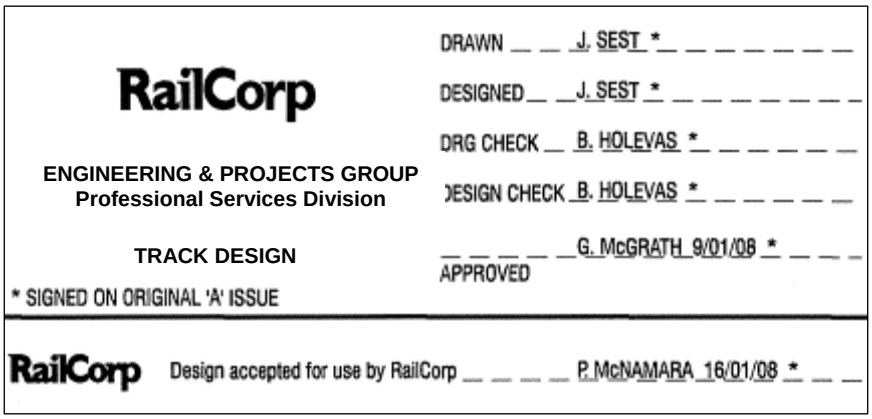

Figure 2 - Title block on amended Drawings
7. When a drawing is amended, the initials of the designer and approver shall be placed in the Amendment Box. An asterisk ([) shall be placed next to Designer, Design Checker, Approver and Accepter and the words "[in title block means signed on original issue" added to the signature block (See Figure 2).